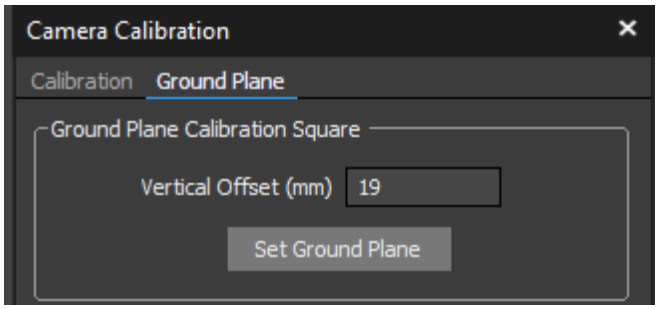

Figure 7. setting vertical offset for ground plane (Motive 2.0.1)
2. Under the `Camera Calibration > Ground Plane > Ground Plane Calibration Square` pane, ensure that the '*`Vertical Offset (mm)`*' is set to 19 mm (Figure 7). Click '*`Set Ground Plane`*'.